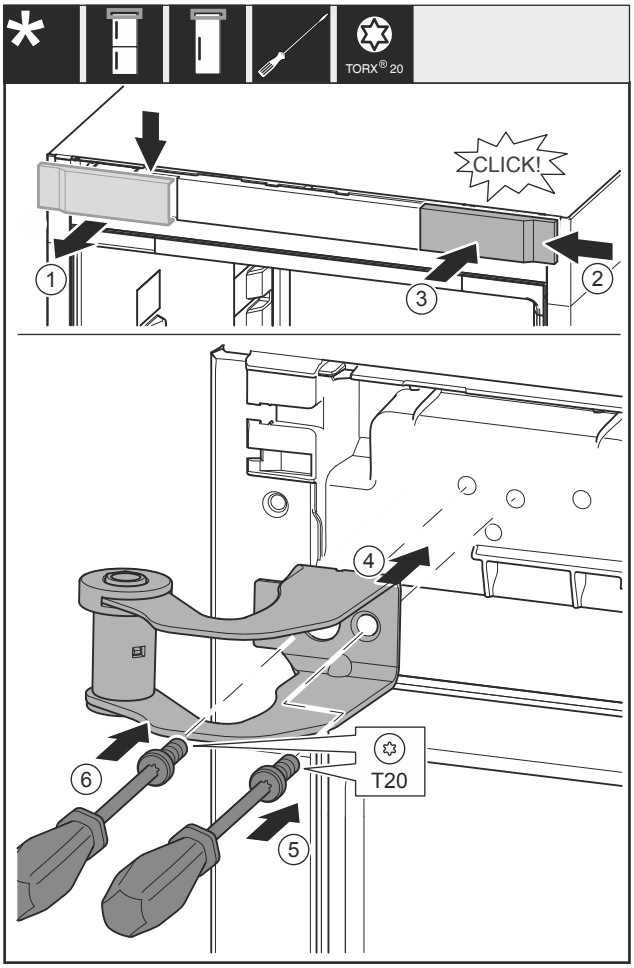

*Fig. 17*
- ▶ Odeberte kryt *Fig. 17 (1)* shora dopředu.
- ▶ Kryt *Fig. 17 (2)* otočený o 180° zavěste na druhé straně zprava.
- ▶ Zaklapněte kryt *Fig. 17 (3)*.
- ▶ Nasaďte horní stojan ložiska *Fig. 17 (4)*.
- ▶ Utáhněte šroub *Fig. 17 (5)*.
- ▶ Utáhněte šroub *Fig. 17 (6)*.